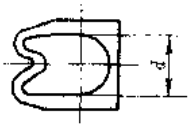

图 18-70　ZM4 型字码管外形尺寸
2. ZM4 型字码管(见图 18-70 和表 18-56)采用热压打字，基色为白色，字体为黑色，可与 LD1 和 LD3 型冷压端头配套使用。